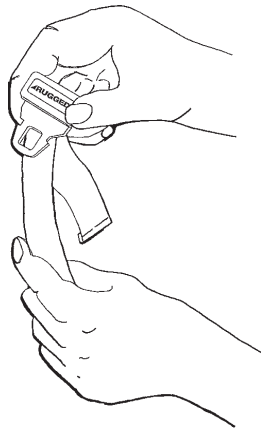

Figur 47
- **Selen lukkes** ved at trykke spændetungen ind i spændebeslaget, indtil der høres et "klik". Når brystselen fastgøres, skal det sikres, at tungen passerer gennem begge led (C) på skulderstroppen (Figur 47).